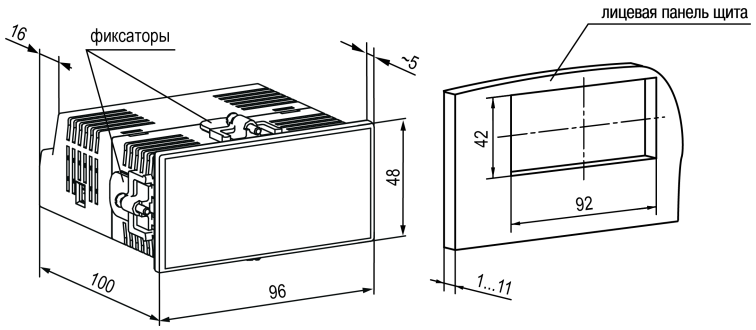

**Рисунок 4.5 – Габаритные размеры корпуса Щ2 и монтажного отверстия в щите**
1. Подготовить в щите управления монтажный вырез для установки прибора с помощью шаблона из комплекта поставки (см. рисунок 4.5).